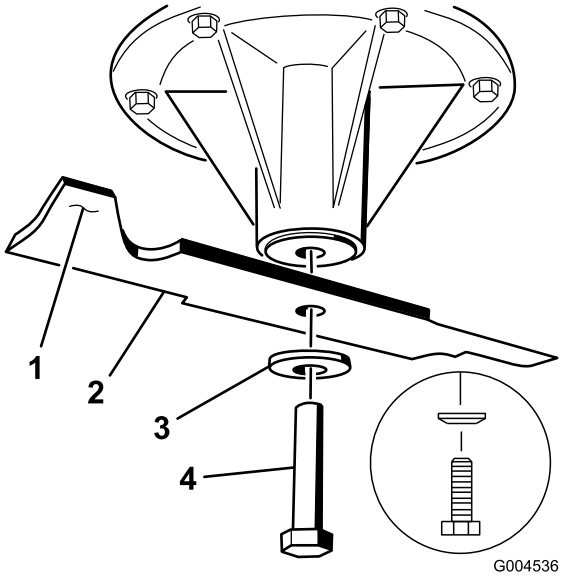
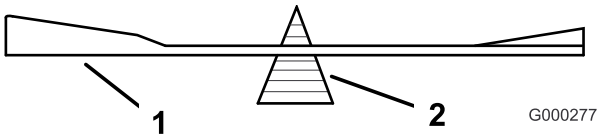

**Figur 80**
**Figur 82**
2. Fjern knivbolten, bueskiven og kniven fra spindelakselen (Figur 80).
2. Sjekk knivens balanse ved å legge den på en balanseringsinnretning (Figur 82). Hvis kniven holder seg i horisontal stilling, har riktig balanse og kan brukes. Hvis kniven ikke er i balanse, files litt av metallet på enden av vingeområdet bort (Figur 80). Fortsett med dette helt til kniven er balansert.